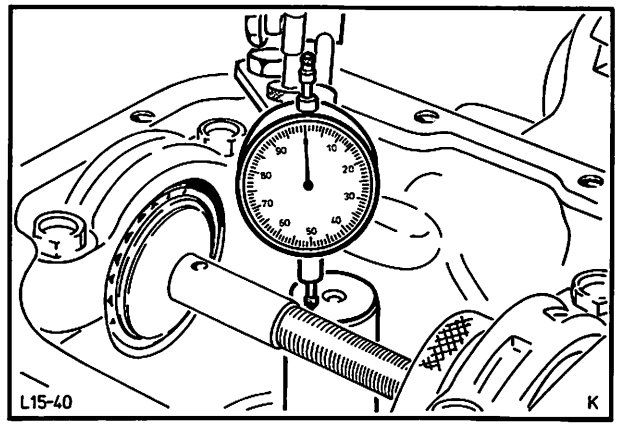

Abb. 65 Meisterritzel justieren
25. Jetzt Taststift der Meßuhr am äußersten Rand der Meisterritzel-Stirnfläche in unmittelbarer Nähe der Meßwelle einrichten. Meisterritzel langsam eine **volle** Umdrehung drehen und auf den **Gesamtausschlag** des Meßuhrzeigers achten. Danach Meisterritzel so weit drehen, bis die Meßuhr den **halben** Wert des gemessenen Ausschlages anzeigt, Abb. 65. Nach diesem Vorgang Meisterritzel **nicht** mehr drehen. Meßuhr zur Seite schwenken.